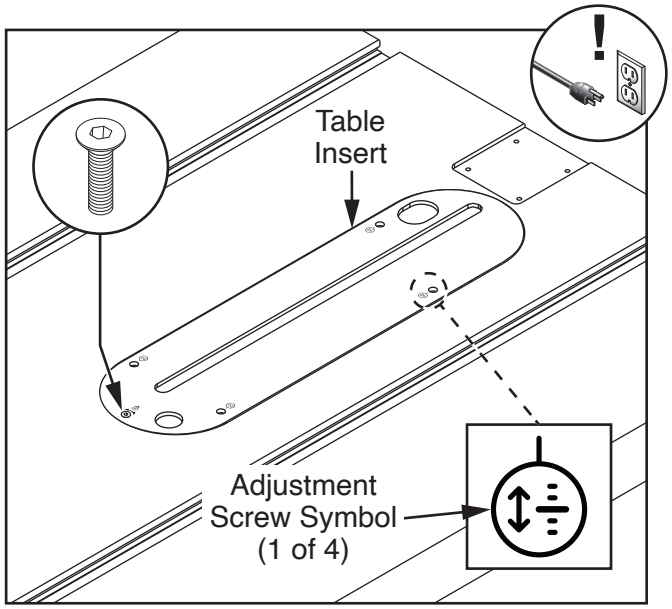

Figure 129. Table insert adjustment components.
The table/dado insert must sit perfectly flush with the table to provide a smooth, continuous surface for the workpiece to slide over. The insert is held in place by one mounting screw, and sits on top of four adjustment screws (see **Figure 129**). The insert should be checked and adjusted any time it is removed, after prolonged use, or when the workpiece does not slide smoothly across the table and insert.
3. Remove (1) mounting screw from location shown in **Figure 129**.
4. Insert hex wrench through (4) holes marked with adjustment screw symbol (see **Figure 129**) and either tighten screws to raise insert, or loosen screws to lower insert until it is flush with table.